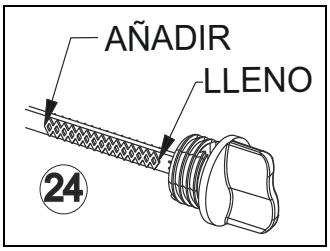

Figura 2-13. Llenado de aceite/varilla de medición
3. Limpie la varilla con un paño (Figura 2-13).